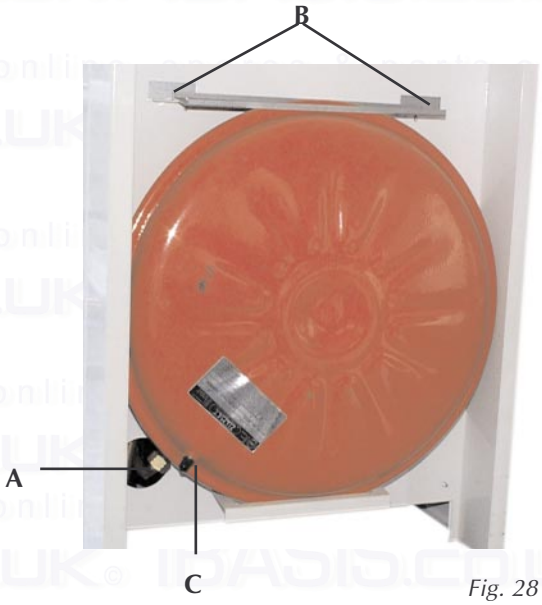

Fig. 28
7.04 Remove and re-presurising of C.H. expansion vessel (fig. 28)